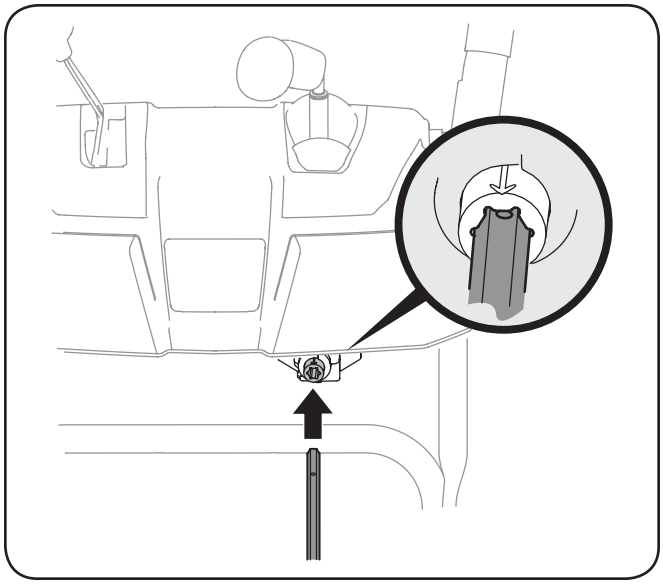

Fig. 3-8
6. Insert the chute control rod ***(hole pointing upward)*** into the pinion gear. See Fig. 3-8.